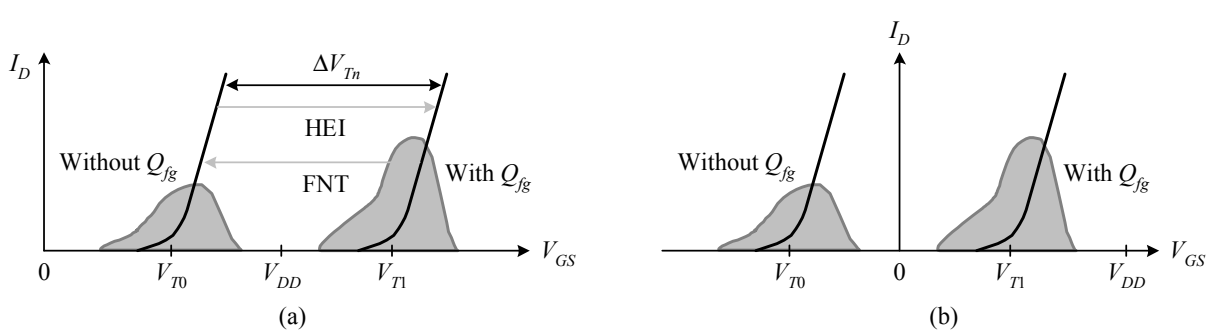

Figure 11.40: The threshold voltage change of the ETOX transistor before and after programming for (a) NOR Flash memory and (b) NAND Flash memory.
- (Page 609, **Figure 11.40**) $\longrightarrow$